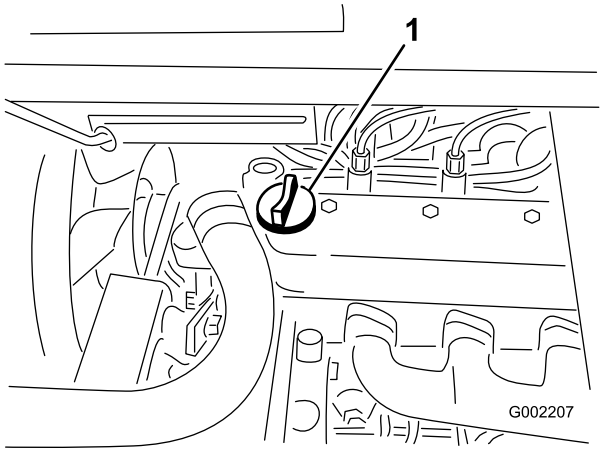

Figur 16
3. Hvis oliestanden er lav, skal påfyldningsdækslet tages af ventildækslet (Figur 16), og olie hældes i åbningen, indtil oliestanden når Full-mærket på målepinden. Se Serviceeftersyn af motorolien i afsnittet Motorvedligeholdelse for at få oplysninger om olietype og viskositet. Hæld langsomt olie på, og kontroller niveauet ofte under denne proces. Fyld ikke for meget på.